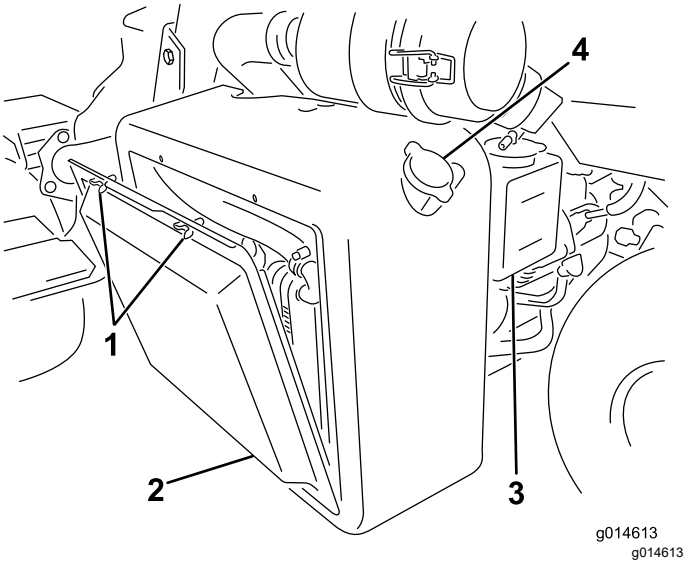

Rysunek 40
1. Zdejmij osłonę chłodnicy (Rysunek 40).
2. Sprawdź poziom płynu chłodzącego (Rysunek 40 oraz Rysunek 41).